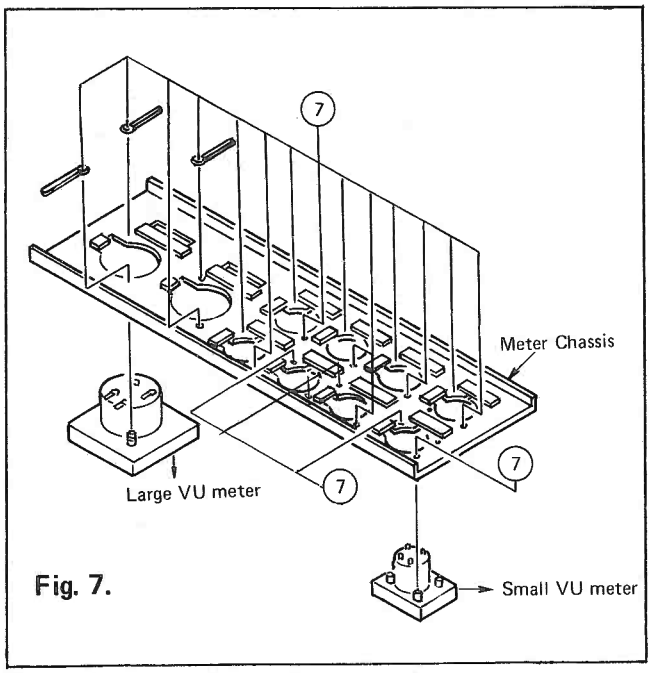

Fig. 7.
- Remove 20 screws ⑦ holding the large and small VU meters, then remove the VU meters. (Fig. 7)